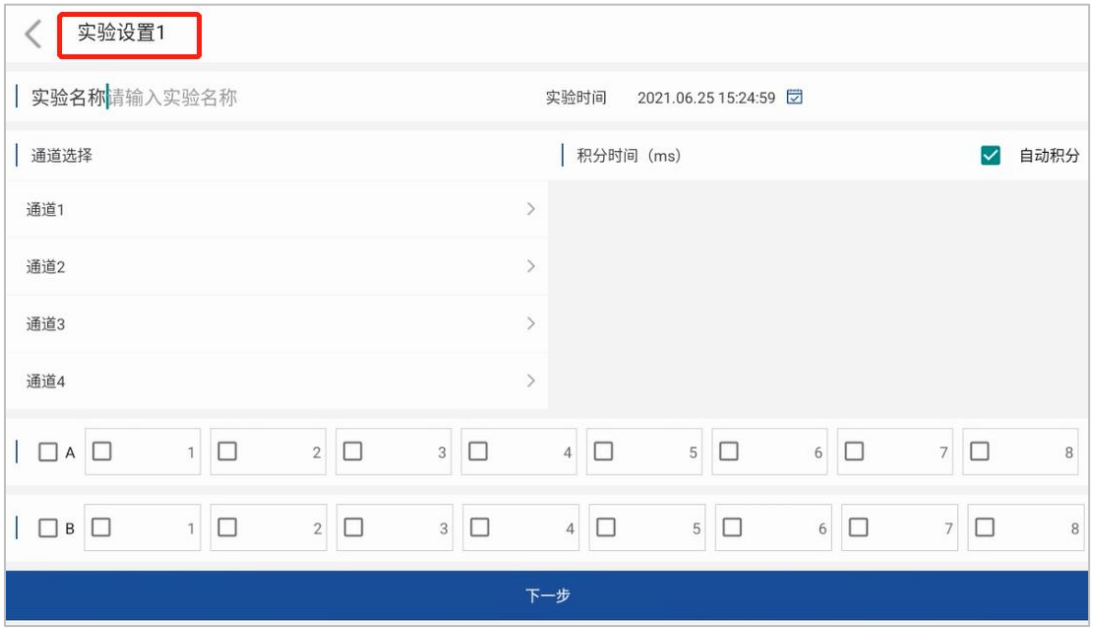

Figure 4.2-2 Experimental setup 1
2) In Experiment Setup 1 (Figure 4.2-2), enter the experiment name, select the corresponding channel, select the well position, and enter the sample information, etc., and click "Next" to enter Experiment Setup 2.